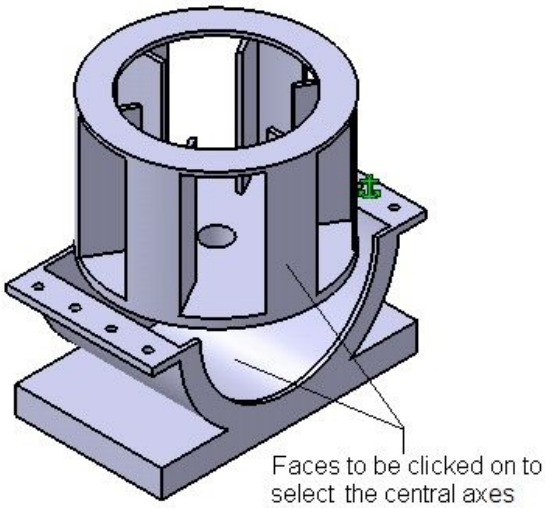

Figure 12-71 *Faces to be clicked on to select the central axes*
f. Insert and constrain the Motor, the Motor Shaft, and the Cover, refer to Figures 12-71 through 12-77.
2. Now, insert the Blower in the assembly as discussed earlier. Choose the **Coincidence Constraint** tool and click on the faces shown in Figure 12-71 to select the central axes of these faces.